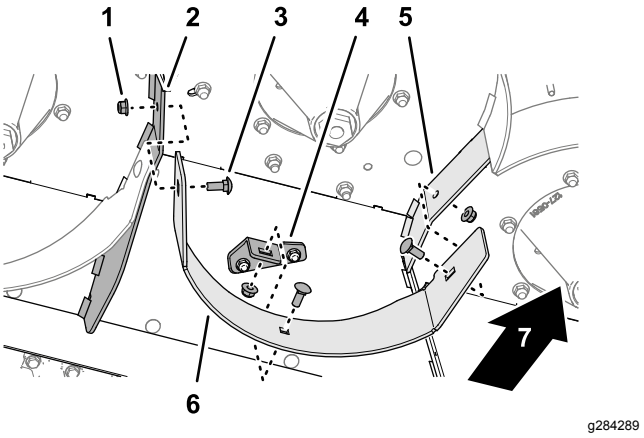

Figure 43
3. At the bottom, center side of the mower deck, remove the 3 carriage bolts (3/8 x 1 inch) and 3 flange locknuts (3/8) that secure the center baffle to the left divider, center/right baffle support, and right divider; and remove the center baffle (Figure 43).